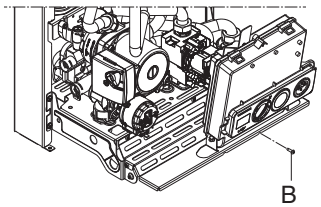

Рис. 3.4
- Отвинтите винт крепления панели приборов «B» (рис. 3.4)